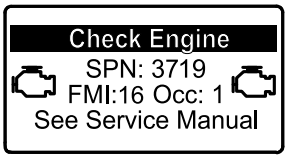

**Figur 28**
- Om en parkerad regenerering krävs visar InfoCenter motorvarning SPN 3719, FMI 16 (Figur 28) och motorns dator minskar motoreffekten till 85 %.